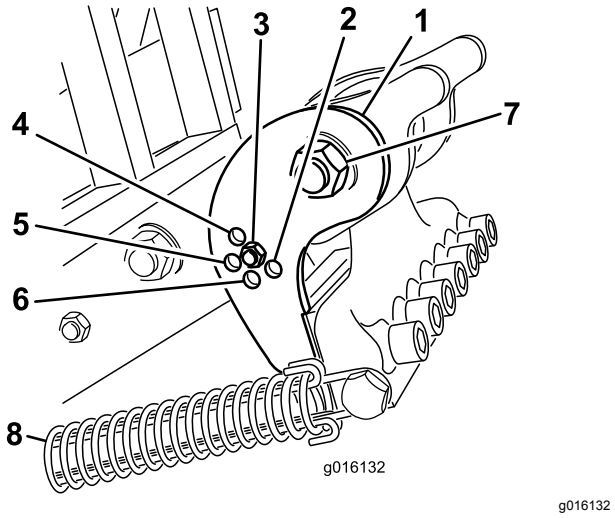

Figur 38
Velg stilling for skråstillingsbraketten (Figur 38) etter ønsket pipelengde. Stoppehodet er satt til 1 av 5 forhåndsbestemte stillinger ved å velge hullet der du bolter justeringsstangen. Disse hullene er kun forhåndsinnstilte. Dvs. at du kan oppnå en jevnere overflate ved å bruke en 25,4 cm lang pipe i en stilling på 30,5 cm, avhengig av bruksområdet.
3. Løsne fjærspenningen ved pipehodet (Figur 38).
4. Fjern mutteren og bolten ved justeringshullene i skråstillingsbraketten (Figur 38).